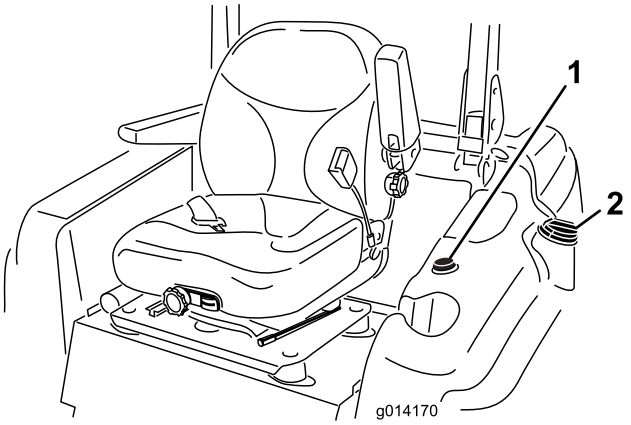

Figura 9
3. Limpie la zona alrededor del tapón del depósito de combustible y retire el tapón (Figura 9).